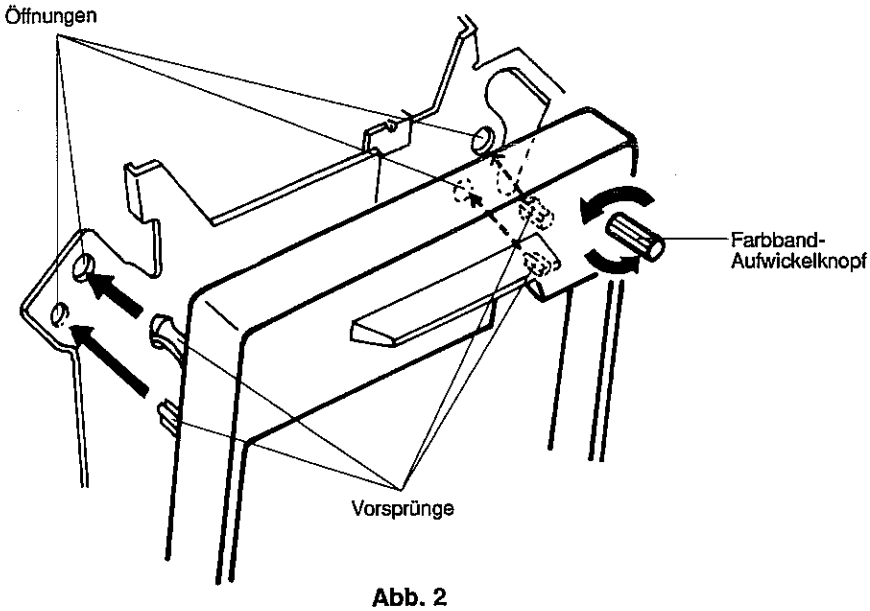

**Abb. 2**
- Die vorspringenden Ansätze auf der Rückseite der Farbbandkassette in die vier vorgesehenen Öffnungen des Druckers (siehe Abb. 2) einsetzen.
4. Den Farbband-Aufwickelknopf in Pfeilrichtung drehen, um das Farbband zu straffen (siehe Abb. 2).